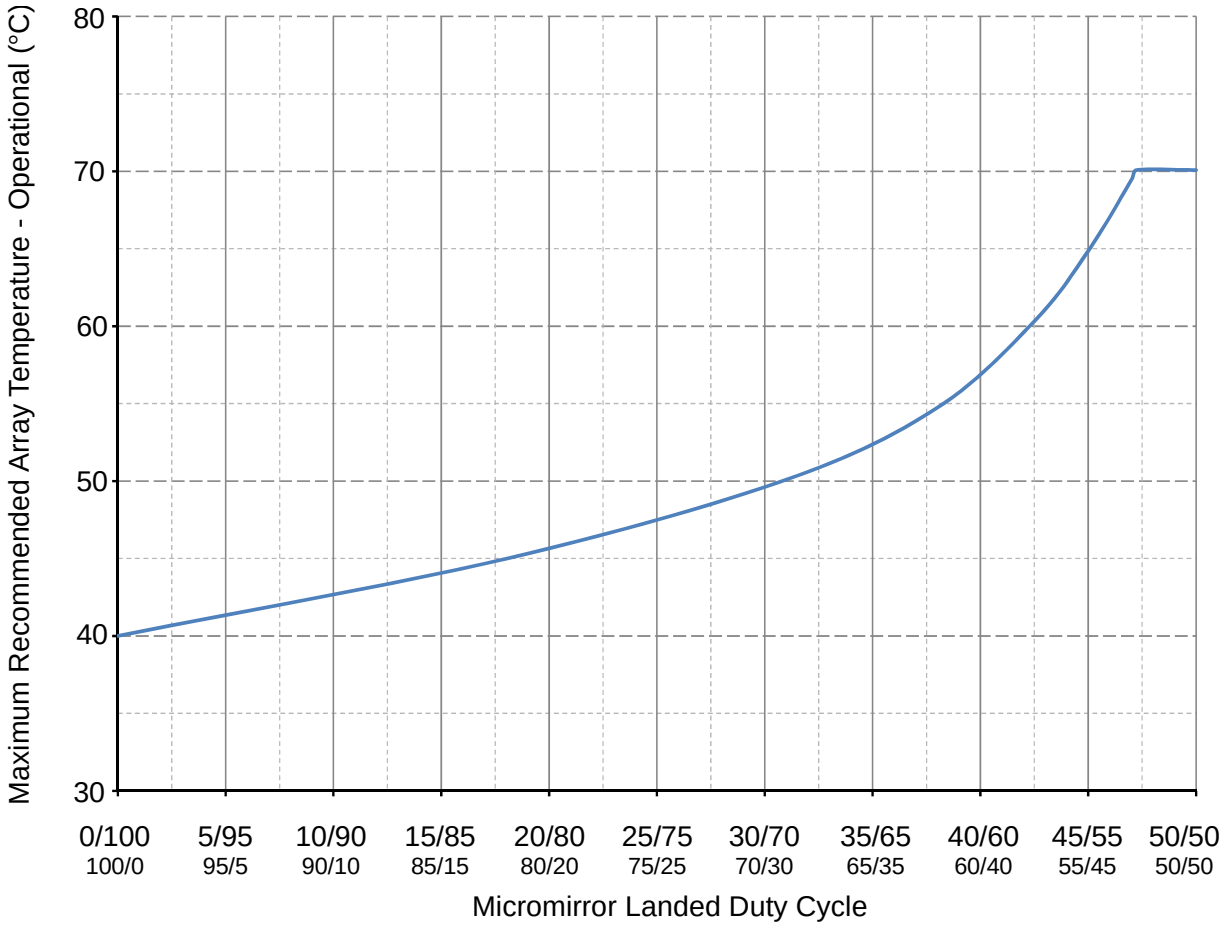

Figure 2. Max Recommended Array Temperature - Derating Curve
(14) Per Figure 2, the maximum operational array temperature should be derated based on the micromirror landed duty cycle that the DMD experiences in the end application. See *Micromirror Landed-On/Landed-Off Duty Cycle* for a definition of micromirror landed duty cycle.
(15) Long-term is defined as the usable life of the device.
(16) Array temperatures beyond those specified as long-term are recommended for short-term conditions only (power-up). Short-term is defined as cumulative time over the usable life of the device and is less than 500 hours.